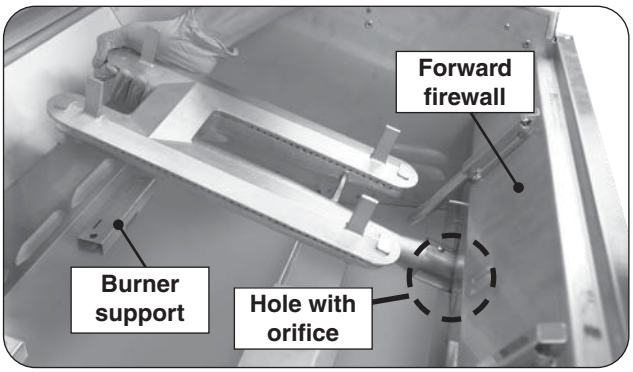

Fig. 36-3 Remove main burner
3. Carefully lift the burner from the burner support and out from the hole in the forward fire wall. See Fig. 36-3.